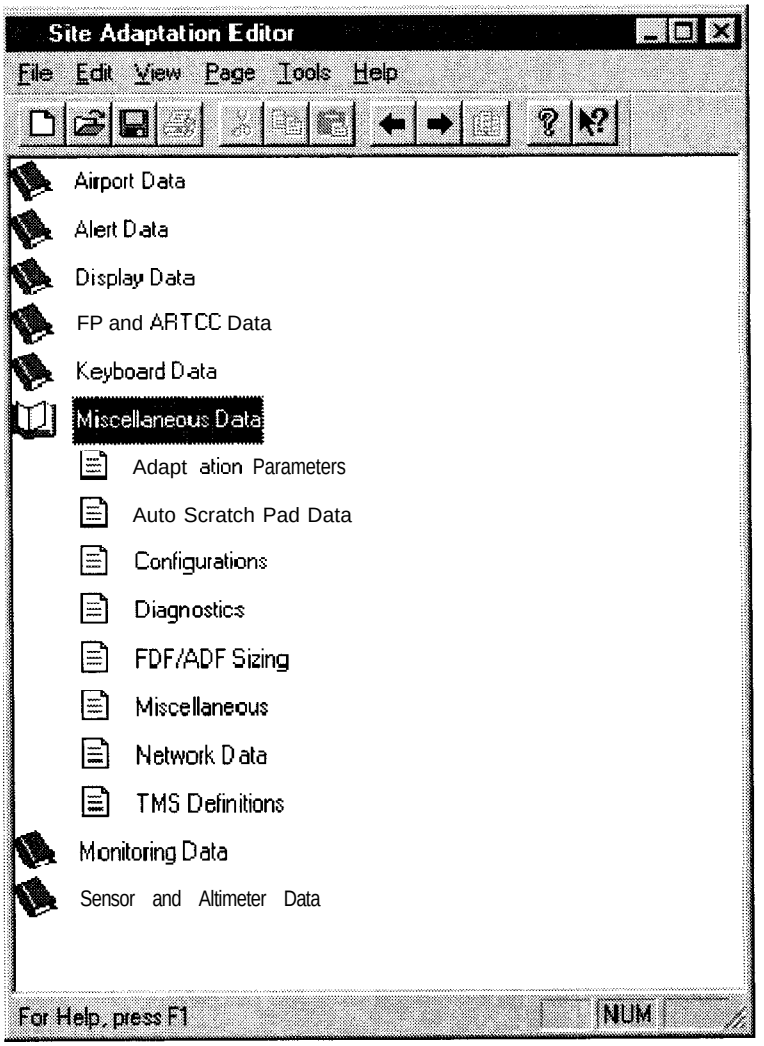

FIGURE 4-36. SITE ADAPTATION EDITOR SHOWING OPEN SECTION (PAGES)
6. Double click on an item in the list to open that section (Figure 4-36).